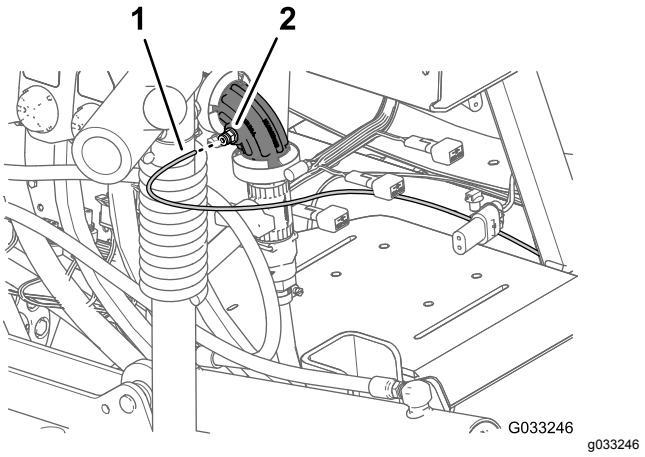
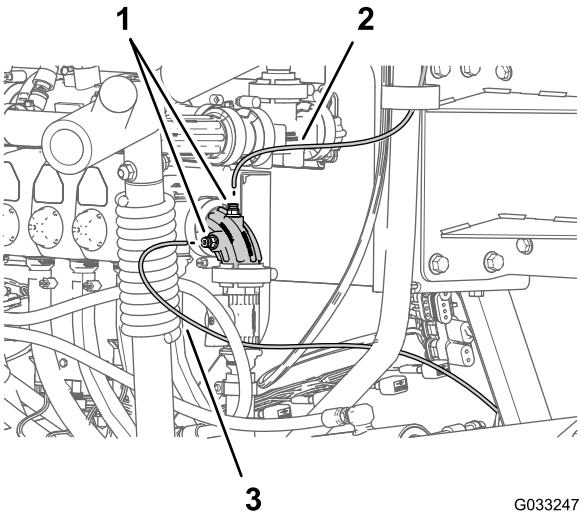

Figuur 140
Figuur 141
1. Lijn het uiteinde van de druksensorbuis (plastic) voor de drukmeter in het dashboard uit met de borgkraag voor de buiskoppeling (Figuur 140 en Figuur 141).
2. Druk de sensorbuis in de borgkraag tot de buis niet meer verder kan (Figuur 140 en Figuur 141).